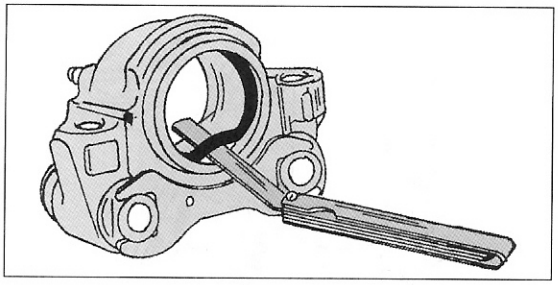

Bild 295
- Den Dichtring aus der Innenseite der Bohrung mit einem stumpfen Gegenstand herausheben. Eine stumpfe Blattfühlerlehre kann, wie in Bild 295 gezeigt, dazu verwendet werden.